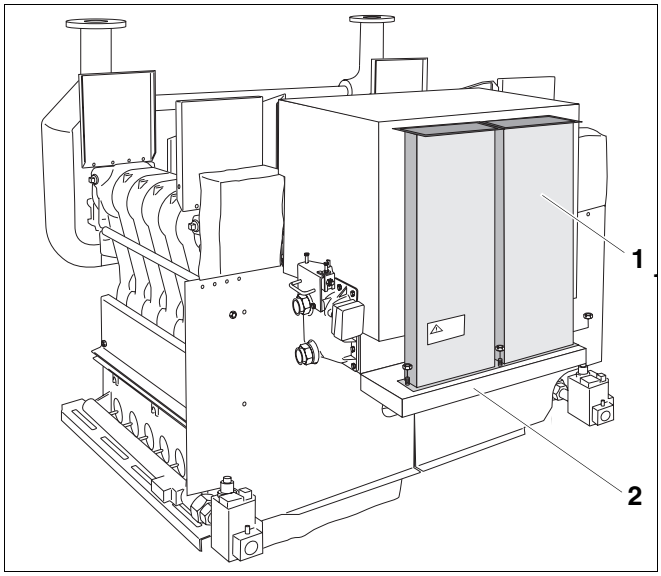

Afb. 56 Rookgaskanaal monteren
- Schroef het rookgaskanaal (afb. 56, **pos. 1**) met 3 moeren handvast aan het recipiënt voor het condenswater (afb. 56, **pos. 2**).